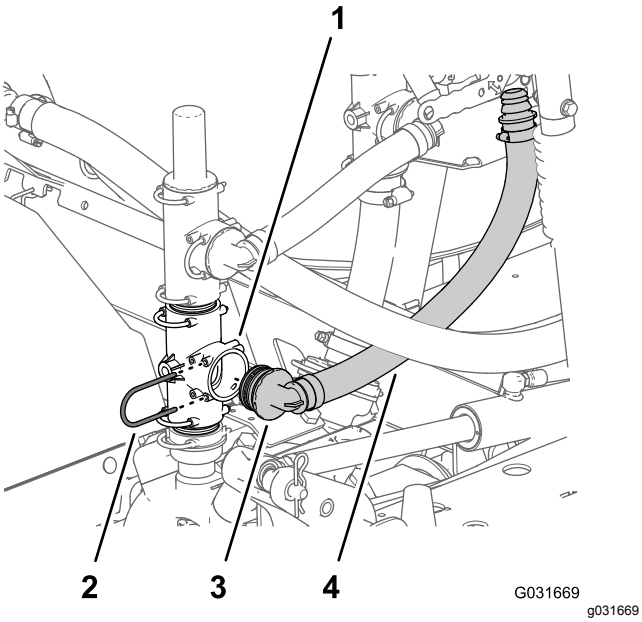

Figur 225
1. Ret den anden 90°-fitting på forsyningsslangen (Toro-delnr. 131-9648) ind efter den åbne port på T-fittingen på sprøjtepumpen, og indsæt 90°-fittingen, indtil den sidder fast i T-fittingen (Figur 225).
2. Fastgør 90° -fittingen til T-fittingen på sprøjtepumpen med holderen (Figur 225), du fjernede i trin 1 i Omplacering af trykaflastningsventilen (side 98).